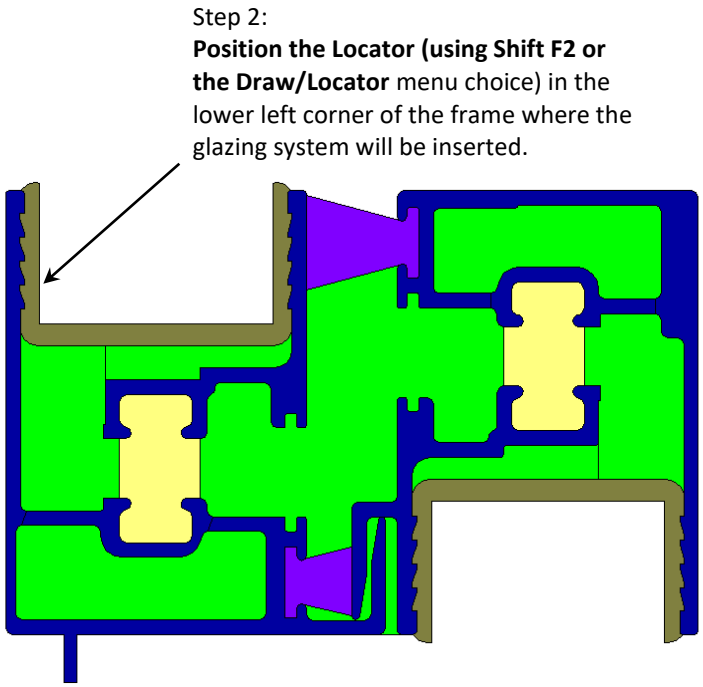

Figure 8-44. Position the Locator for the first glazing system.
2. Position the **Locator** (using the **Draw/Locator** menu choice, or pressing **Shift F2**) in the lower left corner of the frame where the first glazing system will be inserted, as shown in Figure 8-44.